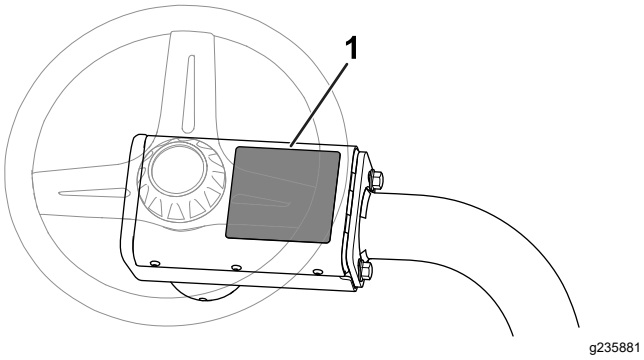

Figur 9
- Placera CE-varningsdekalen (artikelnr 136-8505) ovanpå den befintliga varningsdekalen (artikelnr 136-8506). Figur 9 visar varningsdekalens plats.